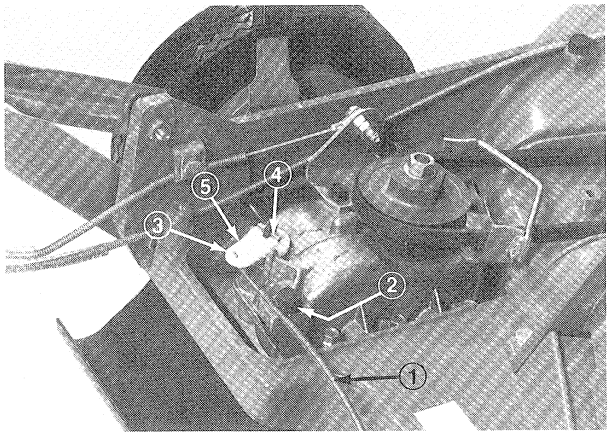

Figure 36
4. Loosen the capscrew securing the ground speed control cable (Fig. 36, item 1).
5. Move the ground speed control lever to NEUTRAL (N).
6. Push transmission control lever to right in direction of cable clamping capscrew as far as possible, hold in position and tighten capscrew (Fig. 36).